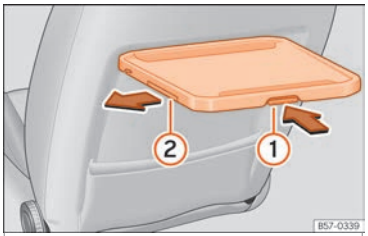

Fig. 176 Sedile anteriore sinistro: tavolinetto ripiegabile con portabevande.
- Premere la leva di sbloccaggio situata nella parte inferiore del tavolinetto ››› fig. 176 (1) e mantenerla premuta.